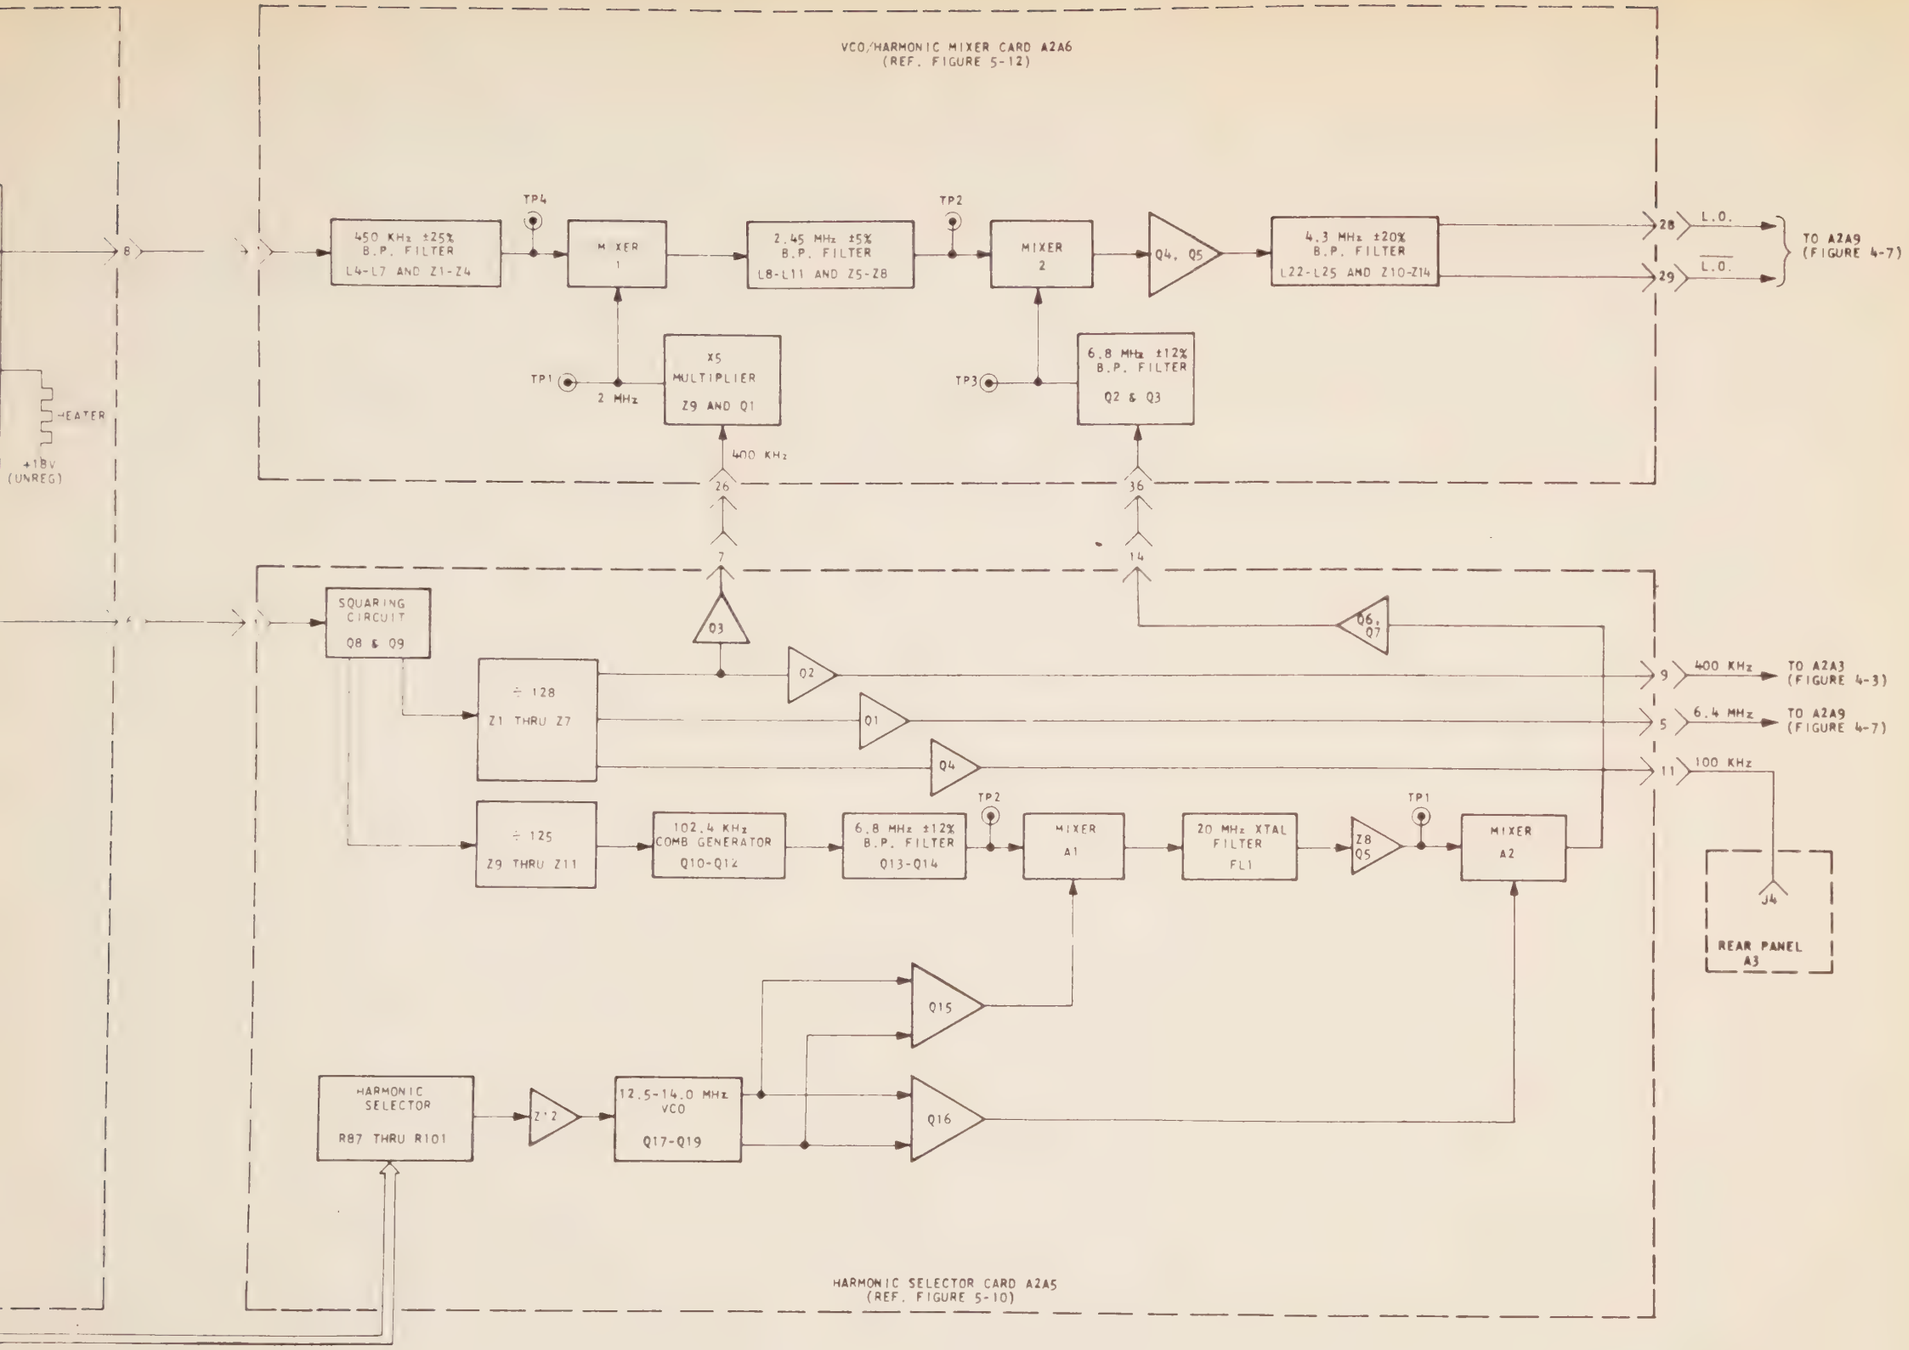

Figure 4-5. Frequency Synthesizer Circuit Group Functional Block Diagram
4.3.3 Frequency Synthesizer Circuit Group (Ref. Figure 4-5)